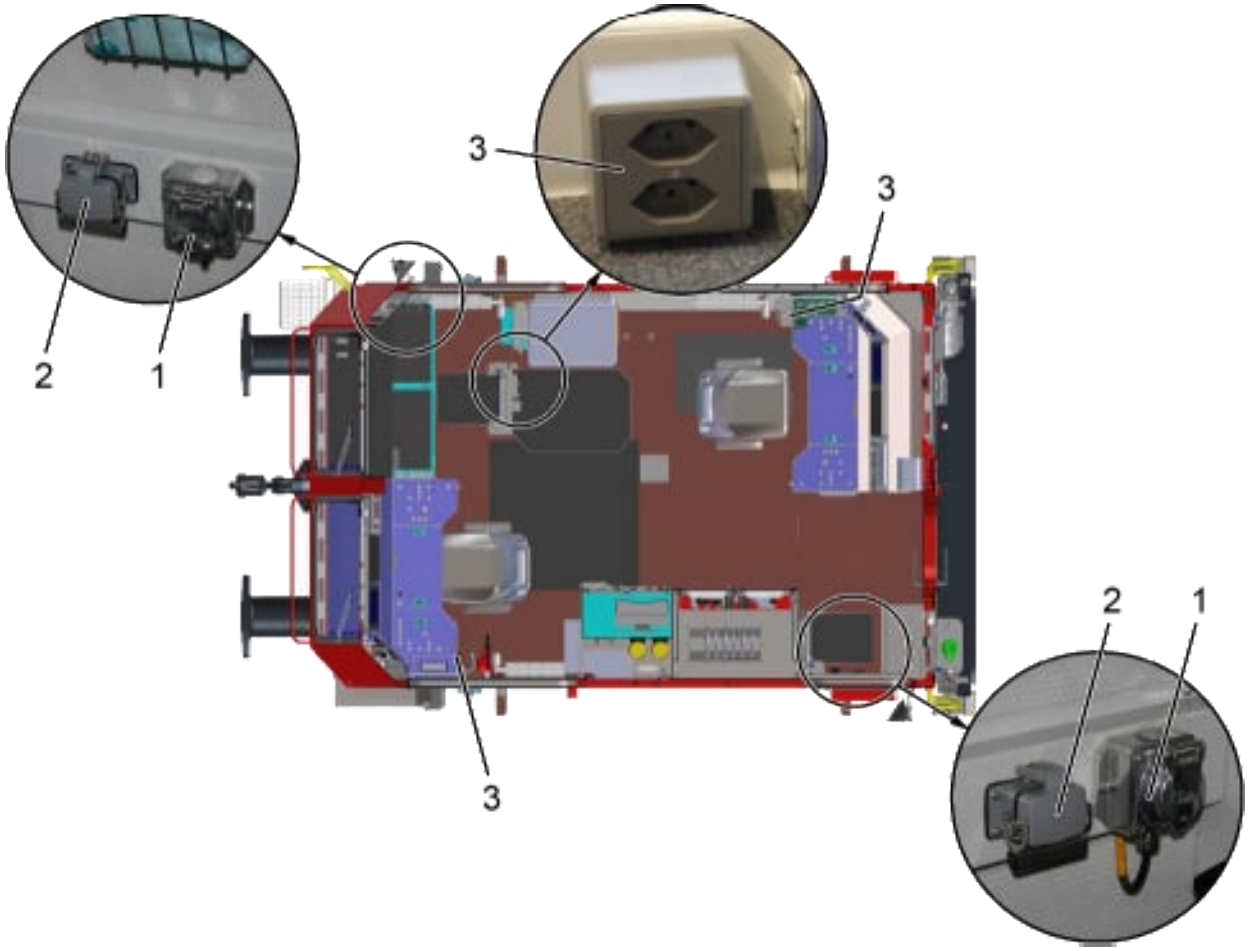

Fig. 31: Prese nella cabina
La tensione di 230 V AC erogata dal generatore, o fornita dall'alimentazione esterna, serve ad alimentare e azionare i componenti elettrici presenti nel veicolo e sul veicolo. Questa tensione alimenta i carica batterie e le prese della cabina, cfr. Fig. 31 (1) e (3).